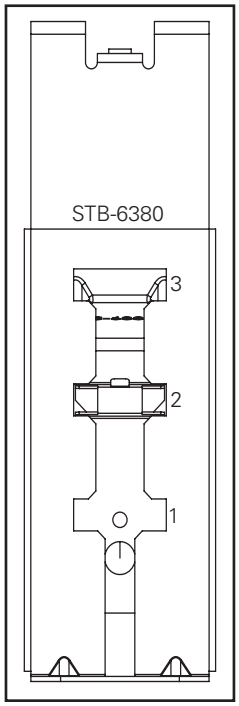

Figure 3.
1. Adjust the two springs as shown in illustrations right of spring setting chart. Refer to corresponding Spring Setting Chart for proper adjustment. (Figure 3.)